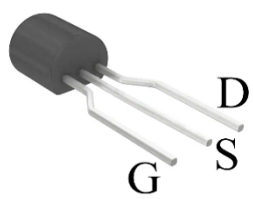

FIGURE 17. J113 package, shown from the back (curved, non-flat) side of the JFET. **When looking at the flat side of the JFET, the GATE is the RIGHT-MOST lead.**
2.10. **Packaging and Leads.** Transistors are manufactured in many different packages and sizes. The JFETs that we will use in this lab, the J113, come in a common plastic package as shown in Fig. 17. Conveniently, the leads come pre-splayed out, matching the spacing of our breadboards. **Try not to bend them further**.